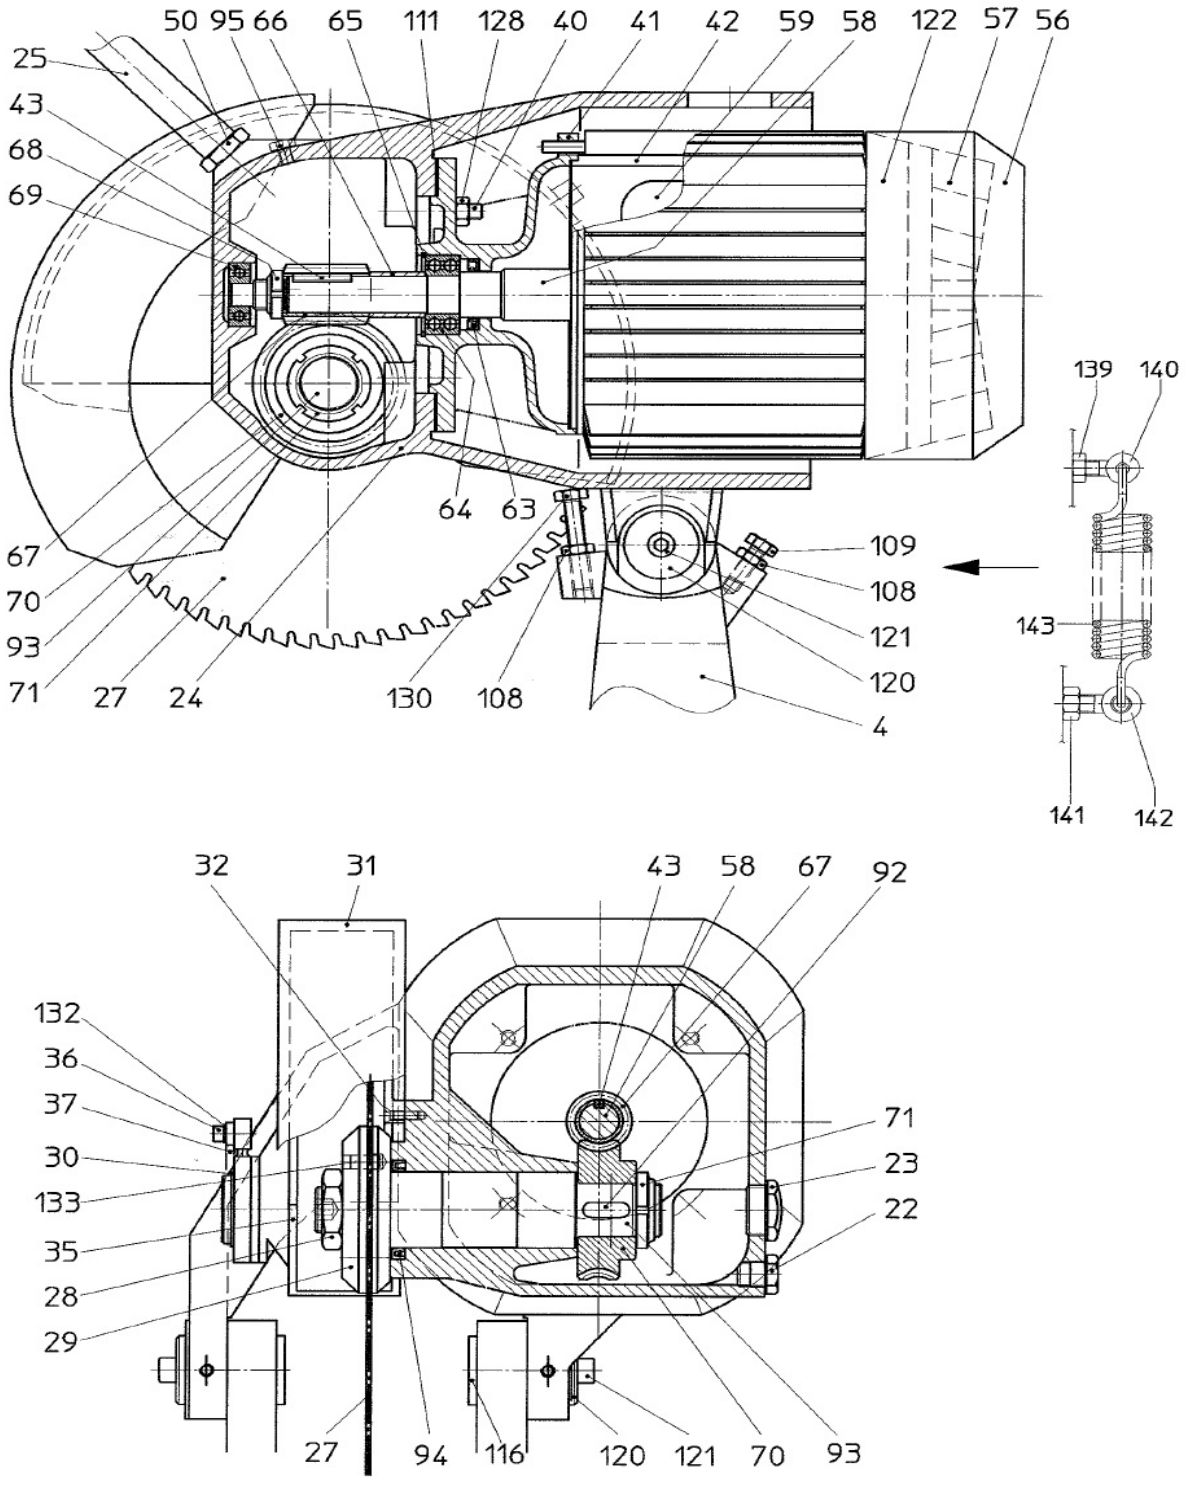

Abb. 14: Ersatzteilzeichnung 3 - MKS 350 / MKS 351
Schritt 1: Die Verschluss-Schrauben [Abb. 14, 95 und 22] abschrauben und das gebrauchte Öl in einen Behälter ausfließen lassen.
Schritt 2: Verschluss-Schraube [Abb. 14, 22] wieder anschrauben.
Schritt 3: Getriebeöl (0,2 Liter) in die Einfüllöffnung einfüllen und die Verschluss-Schraube [Abb. 14, 95] anschrauben.